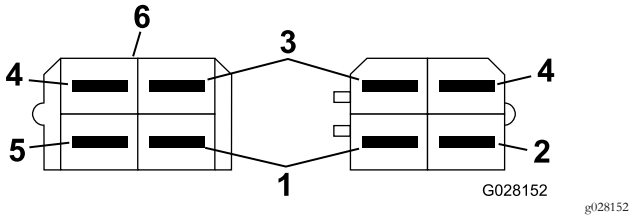

Figure 16
11. Branchez le connecteur du faisceau de câblage de la machine avec le fil vert/blanc au connecteur du bloc optique droit (Figure 16).